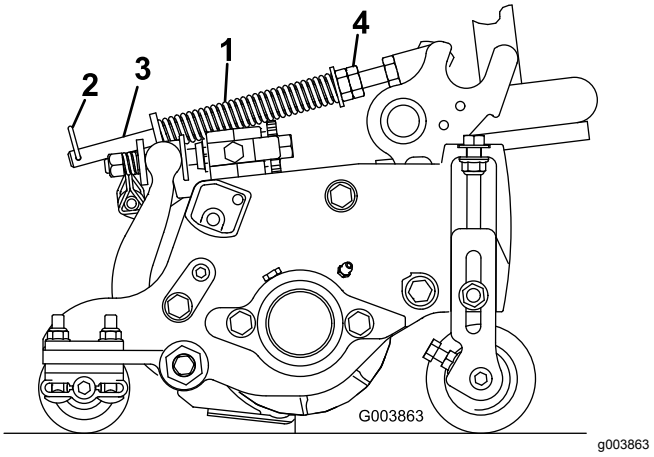

Figuur 14
De gazoncompensatieveer zorgt ervoor dat het gewicht van de voorste naar de achterste roller wordt verplaatst (Figuur 14). Dit voorkomt dat er een golfpatroon in de grasmat ontstaat, ook wel bekend als 'bobbing'.
1. Monteer de borgpen in de achterste opening in de veerstang (Figuur 14).
2. Draai de zeskantige moeren op het voorste uiteinde van de veerstang vast totdat de lengte van de samengedrukte veer 12,7 cm bedraagt op de maaidekken van 12,7 cm of 15,9 cm op de maaidekken van 17,8 cm (Figuur 14).